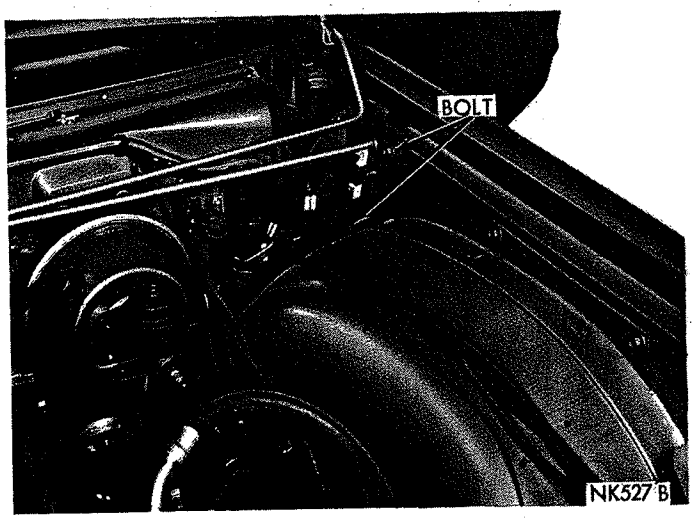

*Fig. 4—Torsion Bar Bracket Attachment*
(2) On air conditioned units, use safety goggles when discharging the system and remove hoses from air compressor.
(3) Disconnect electrical leads at junction block and all connections between engine and dash panel.
(4) Remove bolts attaching hood torsion bar brackets to cowl and wheelhouse (Fig. 4).
(5) Remove brake line at master cylinder and power brake hose from brake unit.
(6) Disconnect throttle linkage and steering gear at